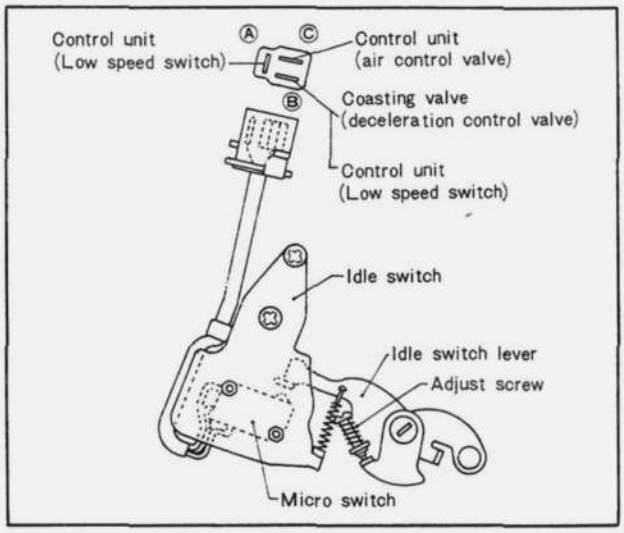

Fig. 1A–60 Checking idle switch (2)
2. If there is conduction between terminal Ⓐ and Ⓒ (Fig. 1A–60), and there is no conduction between terminal Ⓐ and Ⓑ when an external force is not applied to the idle switch lever (when the primary throttle valve is idle position) and if there is no conduction between terminal Ⓐ and Ⓒ, and there is conduction between terminal Ⓐ and Ⓑ when an external force is applied (when the primary throttle valve is open), the idle switch is normal.